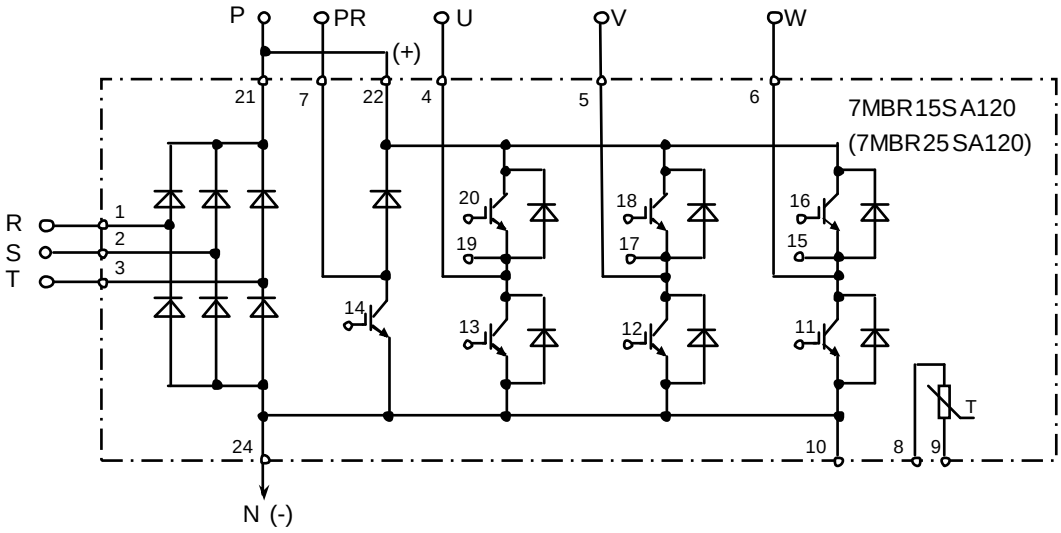

Рис. 4.4. Принципиальная схема матрицы IGBT 7MBR15SA120 (7MBR25SA120)
4.6.3. Электрическая принципиальная схема матриц 7MBR15SA120 и 7MBR25SA120 приведена на рис.4.4 (на схеме также показаны внешние силовые клеммы ПЧ).